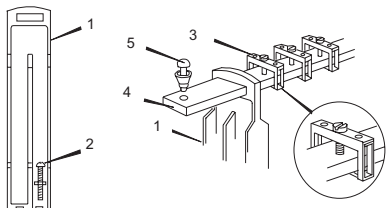

Figure 4.20 – Earth rail details (ERK18)
Optional earth rail kits are available (ERK18)- see Figure 4.20. Cable screens from hazardous-area circuits or spare pairs from a multicore cable can be connected to the terminals on the earth rails.
a) Locate the earth rail mounting positions- marked 'C' in Figure 4.20- at each end of the backplane.
b) Attach each mounting post (1) with two M3 x 12 mounting screws and washers (2).
c) Fit the earth terminals (3) onto the rail (4).
e) Finally, insert the plastic retaining rivets (5) into each end of the rail.